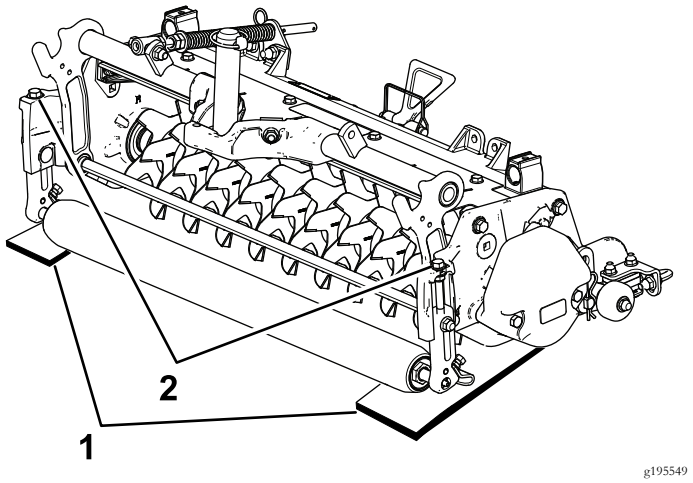

Figuur 9
2. Plaats 2 meetstaven van de gewenste mesdiepte onder de grond onder de voor- en achterrollen van de messenkooi van de verticuteerset (aan beide uiteinden van de messenkooi) (Figuur 9).
3. Draai de stelbout op elke maaihoogtebeugel (Figuur 9) zo, dat de messen van de messenkooi aan beide zijden contact maken met de horizontale ondergrond.